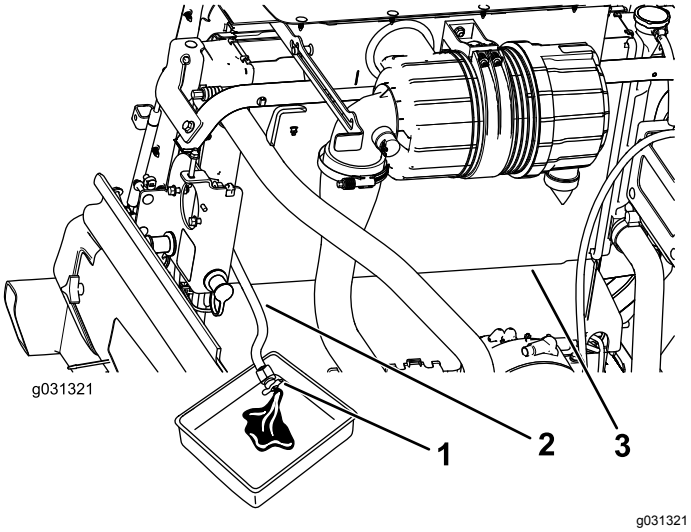

Bild 118
3. Legen Sie das Ende des Kühlerablassschlauchs in eine Auffangwanne und öffnen Sie das Ablassventil am Kühlerschlauch und lassen die Flüssigkeit in eine Auffangwanne ablaufen (Bild 118).
4. Schließen Sie das Ablassventil am Kühlerablassschlauchs (Bild 118).